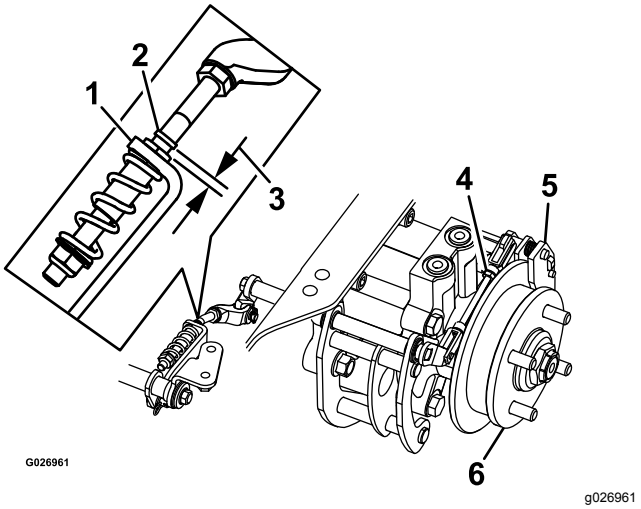

Figure 89
7. Vérifiez si un espace est visible entre le support en L et la butée de tringlerie (Figure 89).